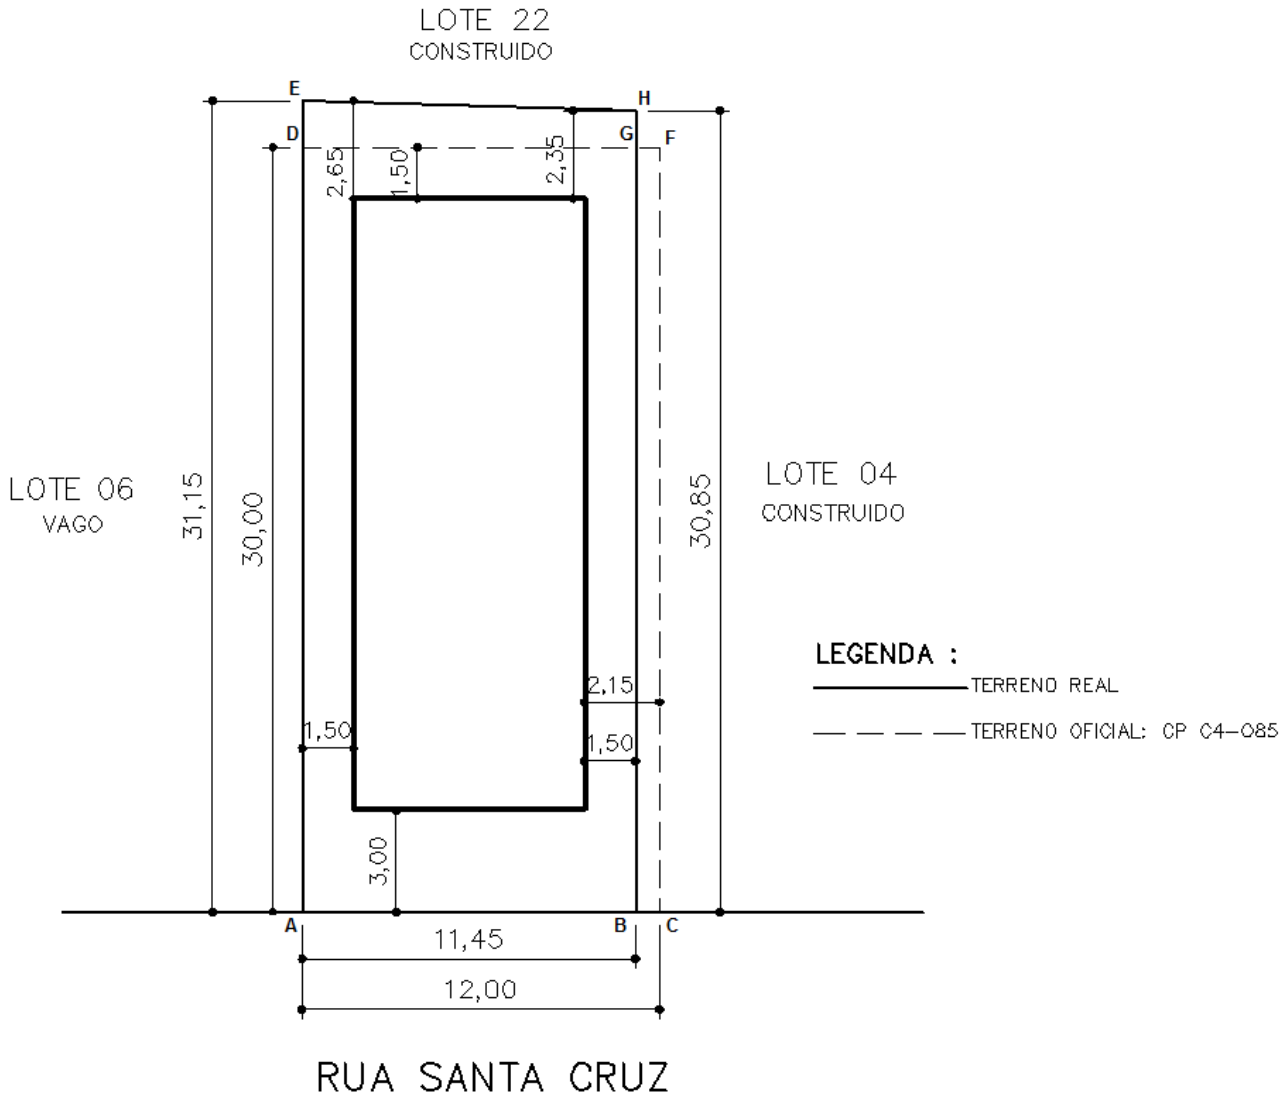

FIGURA 52-B
C.5.4) Lotes Confrontantes: Deverão ser indicados os lotes confrontantes das laterais e fundos do terreno em questão, constando ainda se os mesmos estão vagos ou ocupados (FIGURA 52-A).